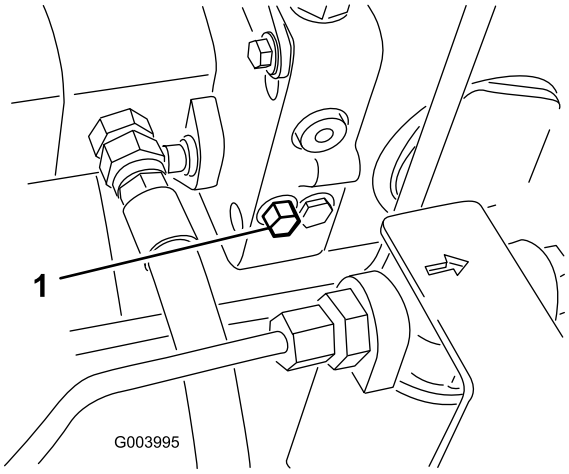

Figur 24
1. Förbikopplingsventilen sitter till vänster om hydrostaten (Figur 24). Vrid skruven ett och ett halvt varv för att öppna ventilen och låta oljan avledas internt. Eftersom vätskan avleds kan maskinen flyttas långsamt utan att transmissionen skadas.